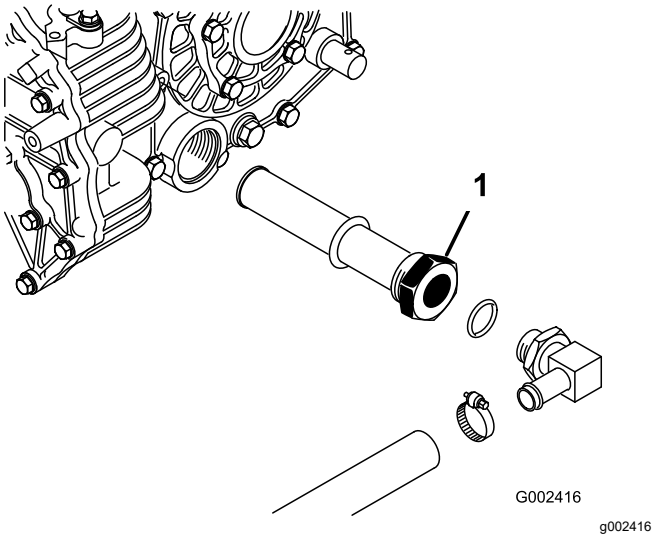

Figur 70
5. Observera riktningen på hydraulslangen och 90-graderskopplingen som är anslutna till filtret på tankens ena sida (Figur 70).